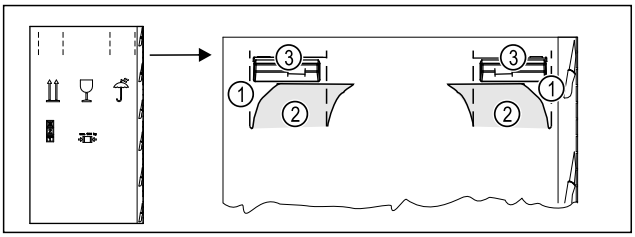

Fig. 5
▶ Druk het verpakkingskarton aan de bovenkant van de perforatie *Fig. 5 (1)* in.
▶ Trek de ingedrukte lipjes *Fig. 5 (2)* naar buiten.
▷ De draagbeugel *Fig. 5 (3)* is rechts en links zichtbaar.
▶ Houd het apparaat vast aan de draaggrepen *Fig. 5 (3)*.